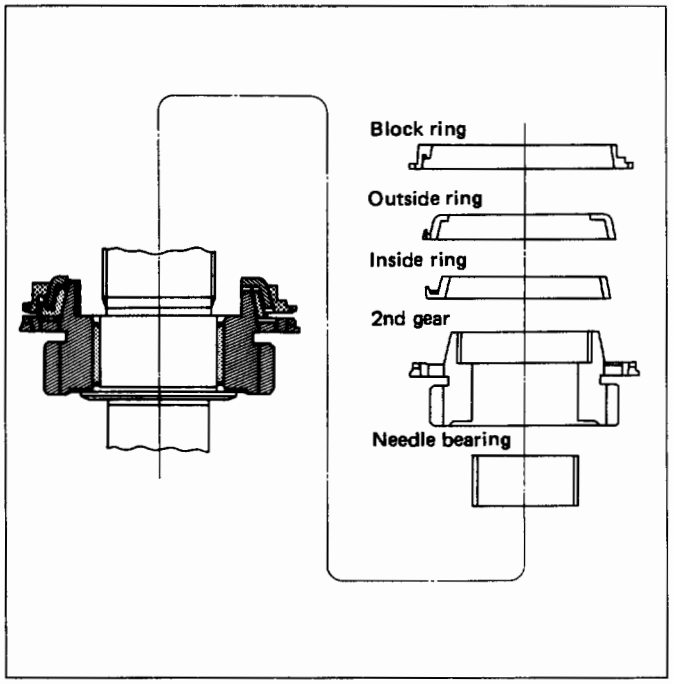

Fig. 7B-92
20. 1st-2nd synchronizer assembly (Fig. 7B-93, Fig. 7B-94)